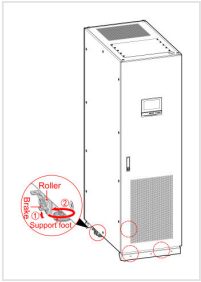

FIGURE 3-4 Step 5: brakes (1), feet (2)
5. Set the caster brakes, then lower the leveling feet until they stand firmly on the floor and the cabinet is level (Figure 3-4).